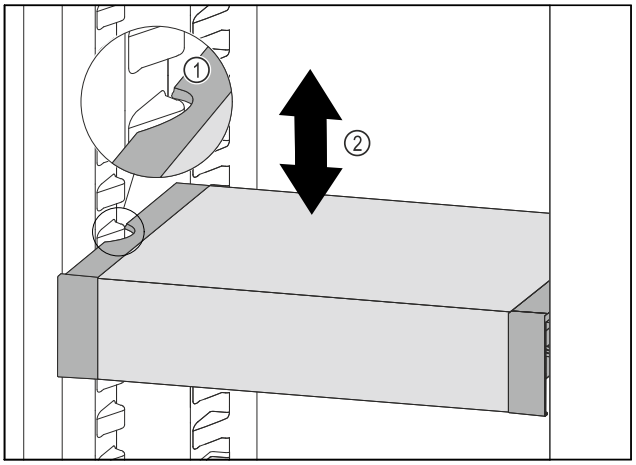

Fig. 154
▶ Pavelciet VarioSafe uz priekšu, līdz VarioSafe sānu padziļinājumi atrodas tvertnes ribas augstumā ledusskapja nodalījumā. *Fig. 154 (1)*
▶ Pārvietojiet VarioSafe ledusskapja nodalījumā uz augšu vai uz leju, līdz ir sasniegts vajadzīgais augstums. *Fig. 154 (2)*